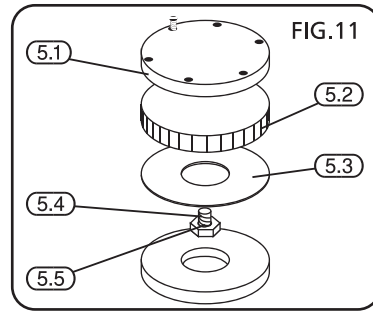

FIG.11
11.1 CLEARING OBSTRUCTIONS IN THE IMPELLER HOUSING – FIGS. 11 - 12